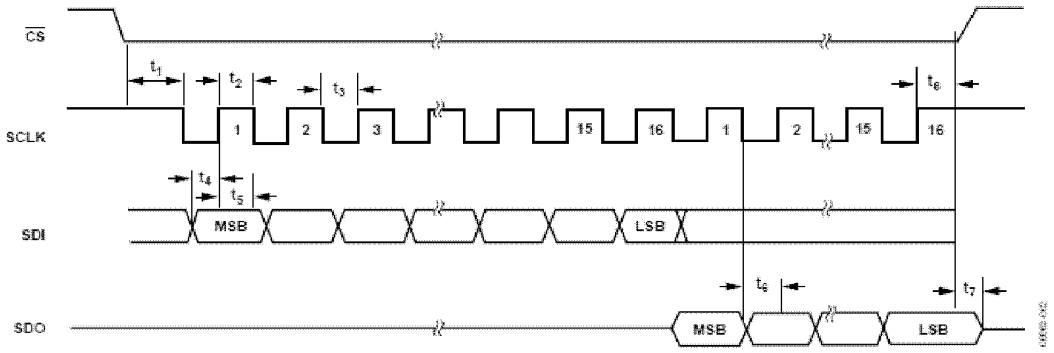

図 2.SPI の詳細タイミング図
7.3.2.Clock-synchronized Serial Interface Timing Characteristics (Fig.2)